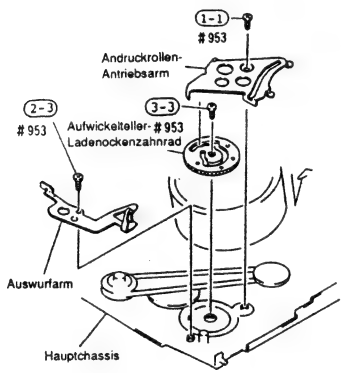

Abb. 2-70
1) Eine (1) befestigungsschraube des Andruckrollen-Antriebsarms entfernen (siehe Abb. 2-70).
(2) Auswurfarm
3) Eine (1) Befestigungsschraube des Auswurfarms entfernen (siehe Abb. 2-70).
3) Eine (1) Befestigungsschraube des Aufwickelteller-Ladenocken-Zahnrades entfernen (siehe Abb. 2-70).